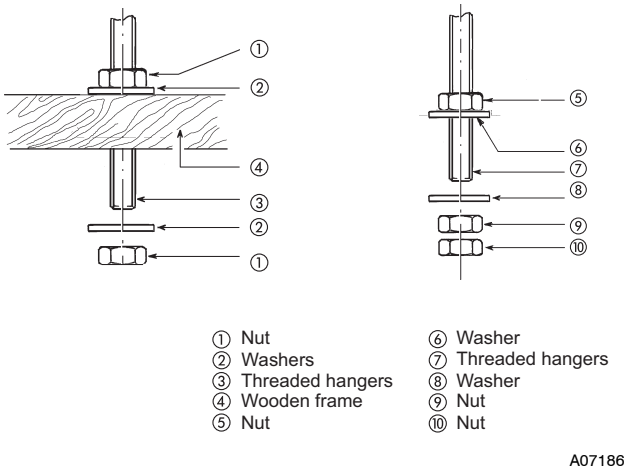
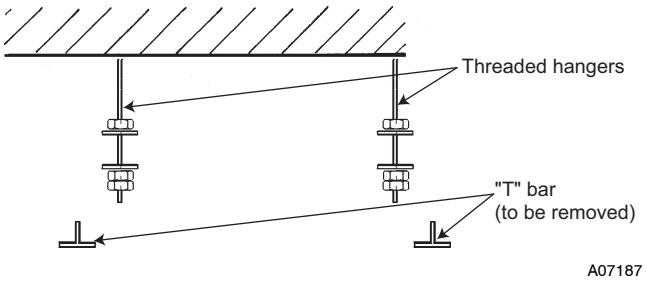
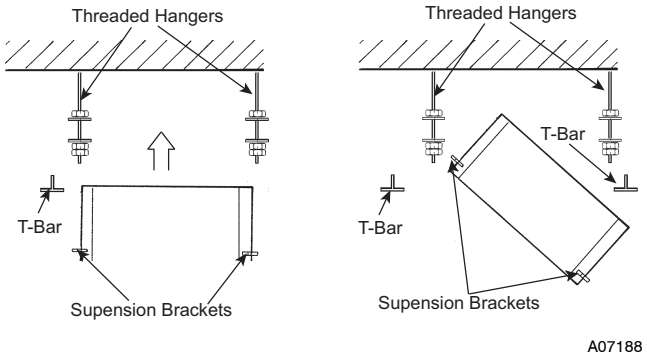

Fig. 16 - Attach Hangers to Ceiling
Fig. 17 - Threaded Hangers and "T"Bar
Fig. 18 - Positioning Unit in Ceiling
c. Depending on the type of ceiling, fix the threaded hangers as shown in Fig. 16 and Fig. 17.
d. Insert the washers as shown in Fig. 16 and Fig. 17.
e. Remove the "T" bar in ceiling to facilitate installation. See Fig. 17. If the "T" bar cannot be removed from the ceiling, the unit may have to be tilted as shown in Fig. 18.